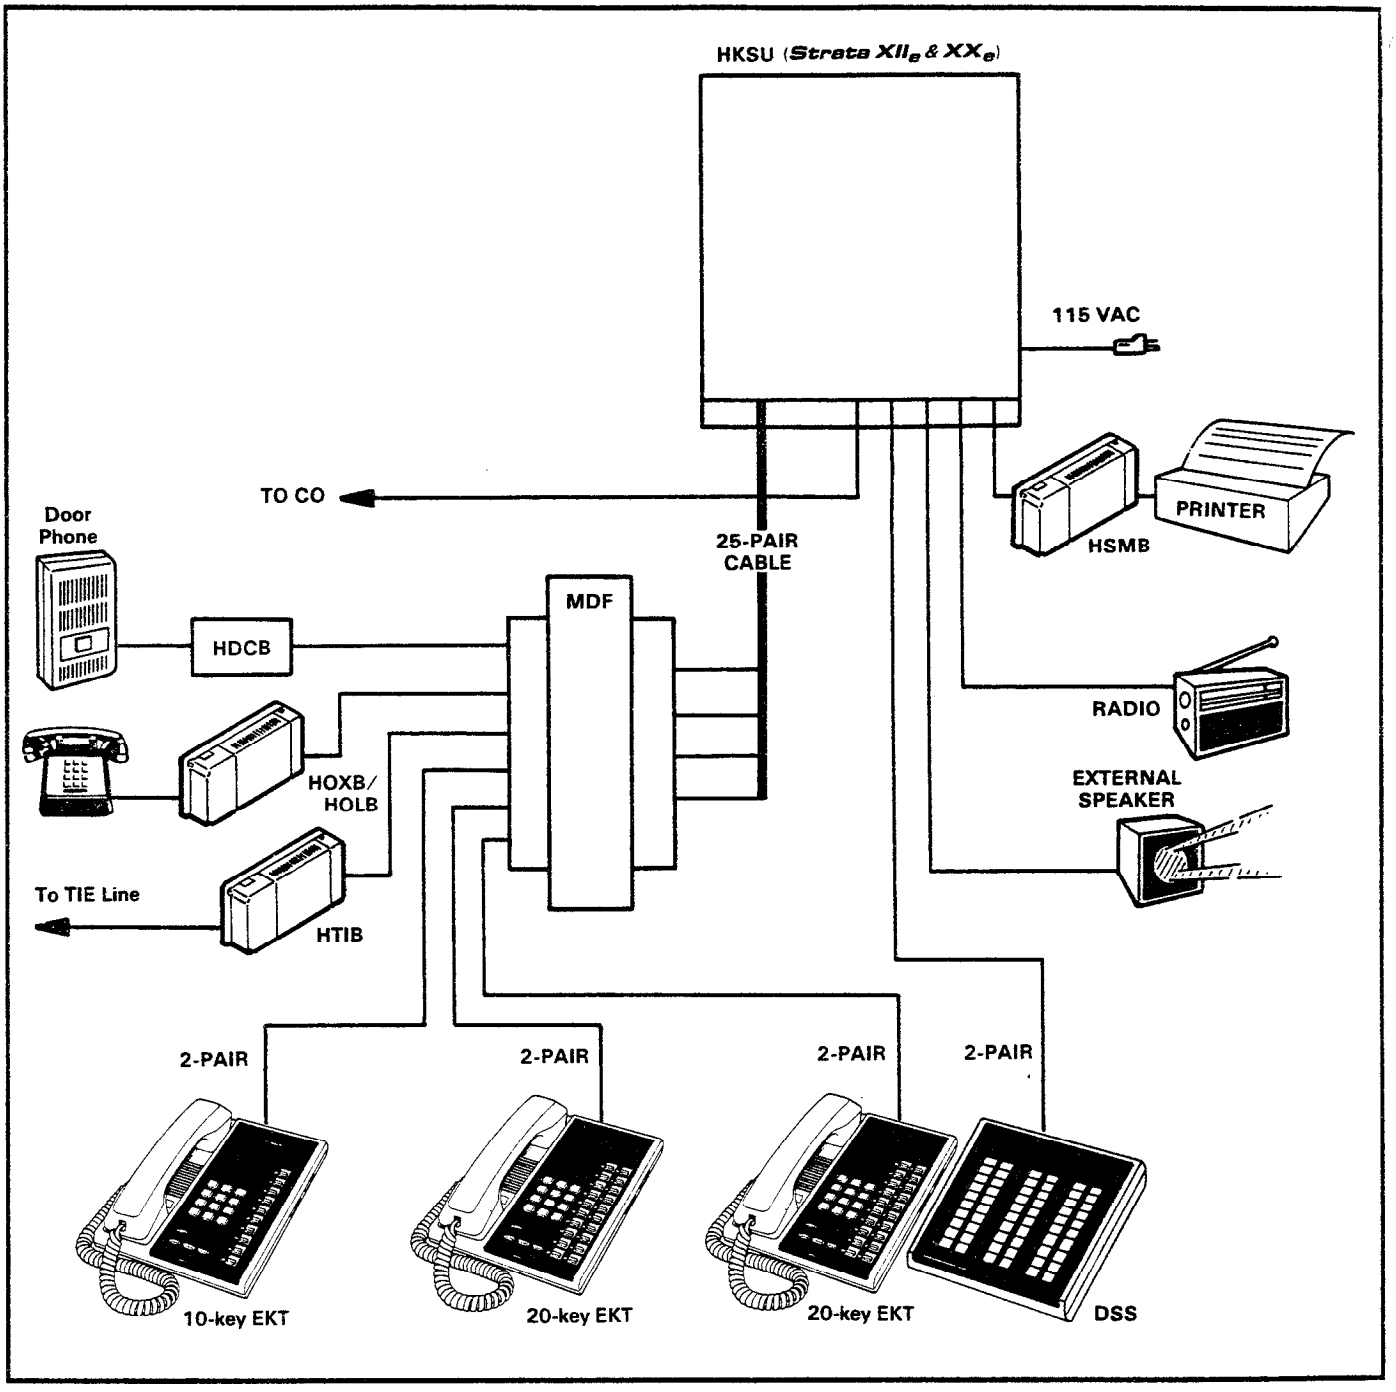

FIGURE 10 — SYSTEM DIAGRAM
05.01 The system (Figure 10) consists of an HKSU and up to 32 (***Strata XIIe***) or 56 (***Strata XXe***) stations, up to three door phones, and up to four option modules (HOLB, HOXB, HSMB and HTIB). All connections between the HKSU and EKTs are made via a customer-provided main distribution frame (MDF). Using modular line cords, the CO lines are connected between the HCOU PCBs and locally provided RJ-25C jacks. An external tuner (or equivalent) or an optional synthesized music PCB (SMOU) is required for music-on-hold. Background music requires an external music source (can be the same tuner used for music-on-hold).